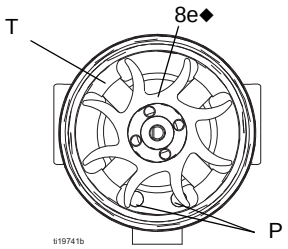

FIG. 34 . Fan Orientation
3. Measure resistance between the two outer terminals of the 3-wire connector (PC); it should be 2.0–6.0 ohms. If outside this range, replace the turbine coil (8a).
5. If necessary, rotate the fan (8e) so its blades clear the four bearing tabs (T) of the housing (8d). See FIGURE 34.
7. Hold the coil assembly (8a) on a workbench with the fan end facing up. Using a wide blade screwdriver, pry the fan (8e)off the shaft (S).
10. Install the new bottom bearing (8b1.) on the long end of the shaft (S). The flatter side of the bearing must face away from the magnet (M). Install in the coil (8a) so the bearing blades are flush with the surface of the coil.
12. Hold the coil assembly (8a) on a workbench with the fan end facing up. Press the fan (8e.) onto the long end of the shaft (S).The fan blades must be oriented as shown in FIGURE 34.
13. Carefully press the coil assembly (8a) into the front of the housing (8d.) while aligning the pin on the coil with the slot in the housing. The 3–wire connector (PC) must be positioned below the wider notch (W) of the housing tabs.
14. Rotate the fan (8e) so its blades clear the four bearing tabs (T) at the back of the housing. Ensure that the blades of the bottom bearing (8b1.) align with the tabs.